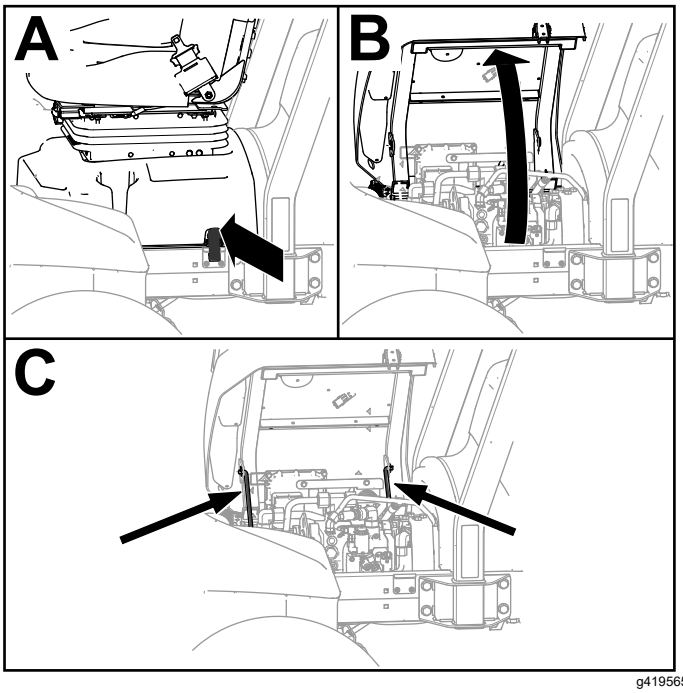

**Figuur 68**
1. Ontgrendel de stoelbasis (A van Figuur 68).
2. Kantel de stoel en de basis open (B van Figuur 68).
3. Ondersteun deze met de steunstangen (C van Figuur 68).